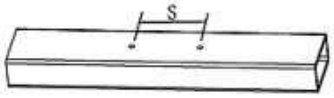

Figure 2
STEP 2: Drill two holes of distance "S" on the mounting bar. (Figure 2)